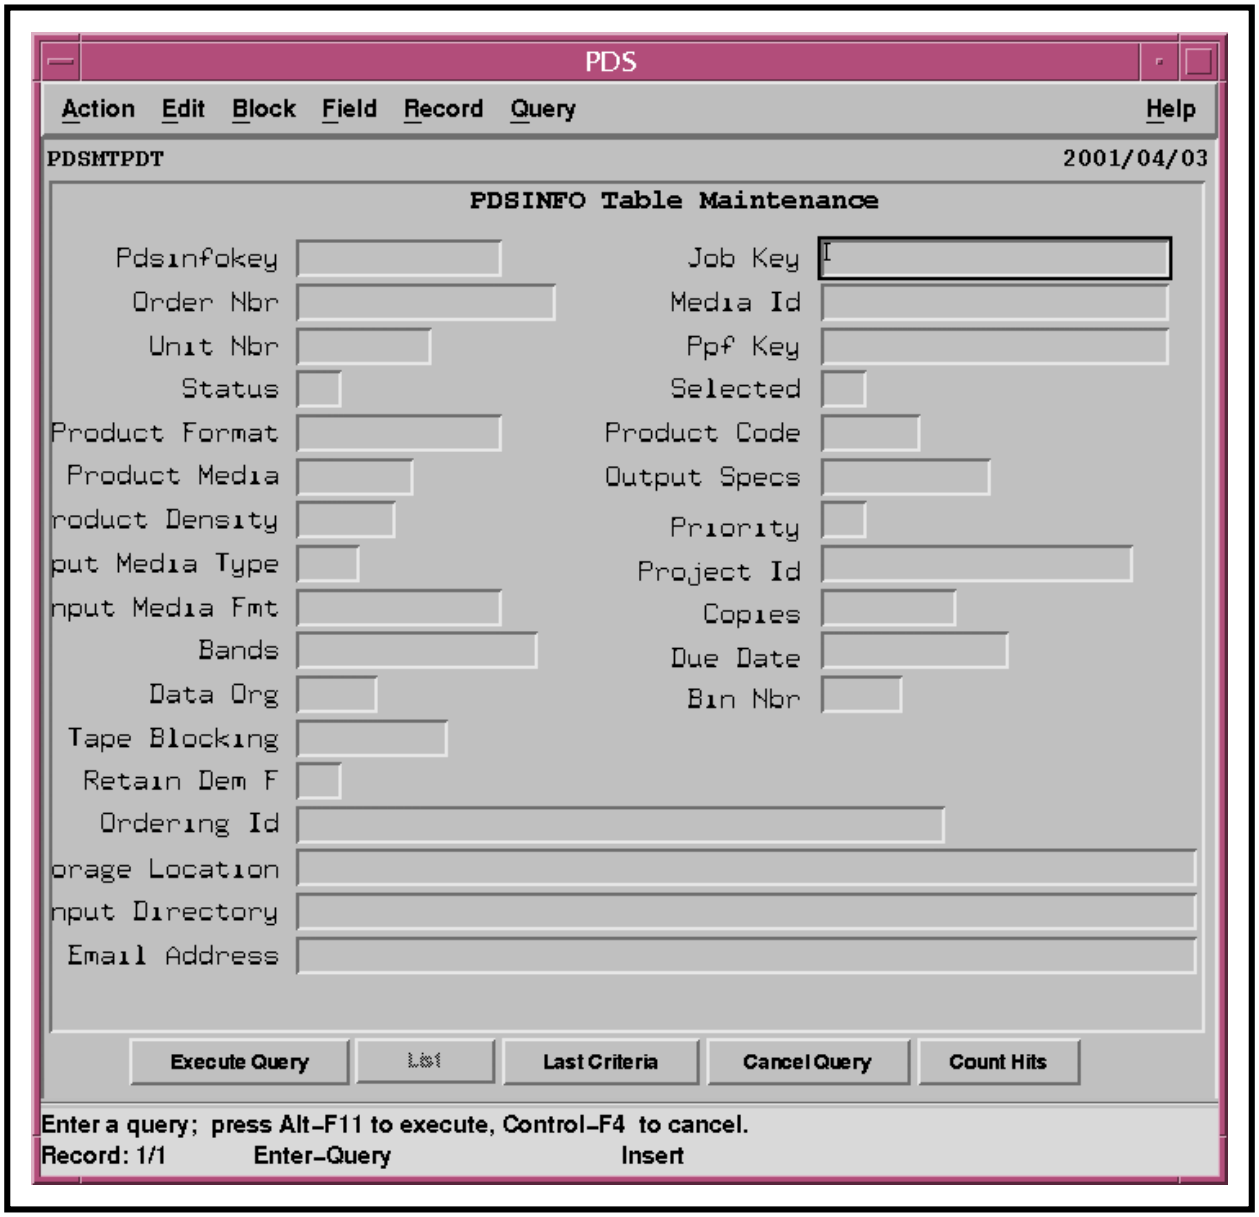

Figure 112. PDSINFO Work Table
- The **PDSINFO Table Maintenance Form (PDSMTPDT)** or **PDSINFO Work Table** (Figure 112) is displayed.